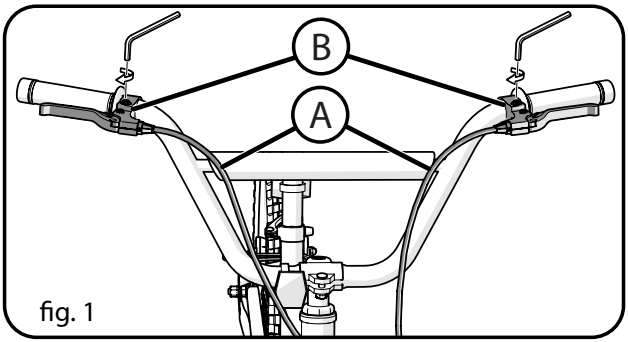

fig. 1
- Rotate Brake Levers Ⓑ into a comfortable riding position and tighten securely (**fig. 1**).